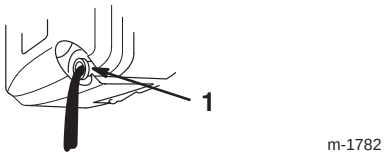

Figur 28
5. Tippa gräsklipparen på dess **vänstra sida** och låt oljan rinna ner i kärlet (figur 28).